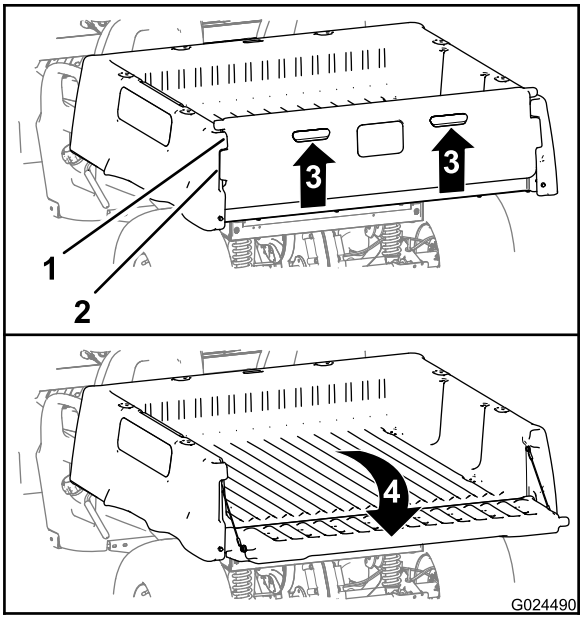

Figur 14
2. Lyft upp handtagen på flakskyddets bakpanel (Figur 14).
3. Rikta in flakskyddets låsflänsar efter öppningarna mellan lastlådans flakskyddsflänsar (Figur 14).
4. Fäll flakskyddet bakåt och nedåt (Figur 14).
6. Fäll flakskyddet uppåt och framåt tills flakskyddets låsflänsar är i linje med flakskyddsfördjupningen i lastlådan (Figur 14).
7. Fäll flakskyddet bakåt tills det sitter på plats bak på lastlådan (Figur 14).